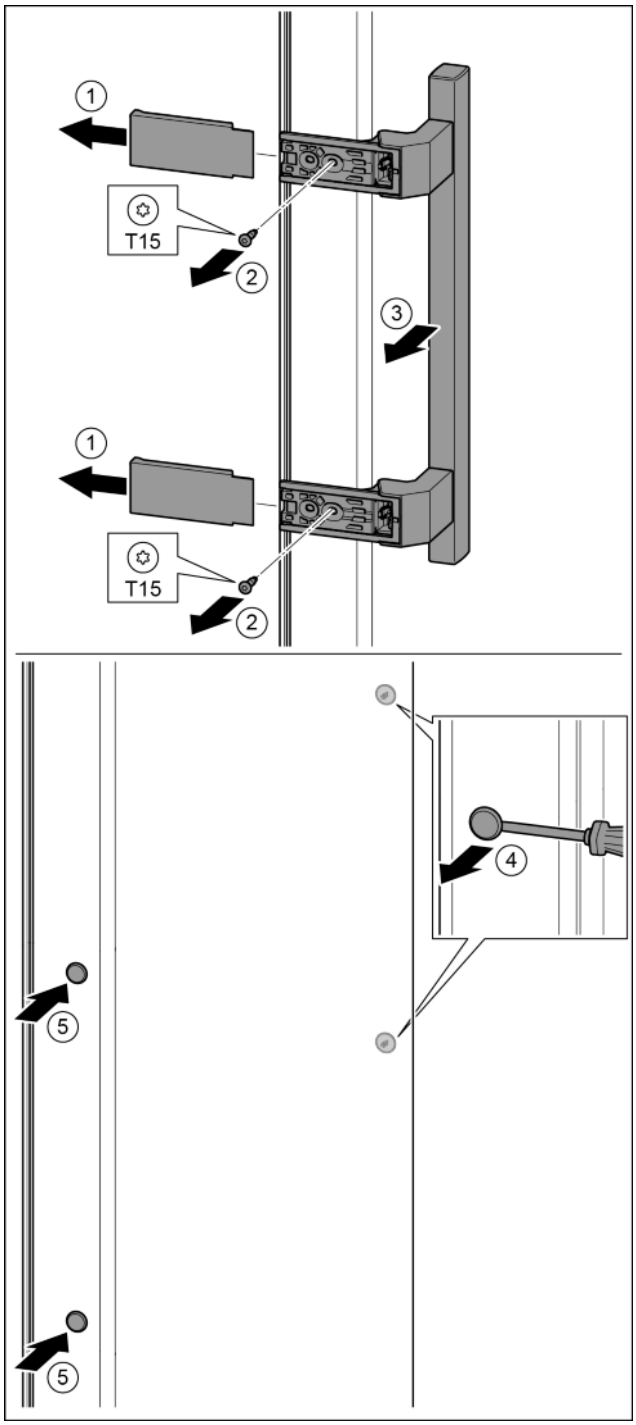

Fig. 34
- ▶ Afdekking eraf trekken. *Fig. 34 (1)*
- ▶ Schroeven met schroevendraaier T15 eruit draaien. *Fig. 34 (2)*
- ▶ Greep eraf halen. *Fig. 34 (3)*
- ▶ Zijdelingse stop voorzichtig met een sleufschroevendraaier optillen en eruit trekken. *Fig. 34 (4)*
- ▶ Stop op de andere kant weer aanbrengen. *Fig. 34 (5)*